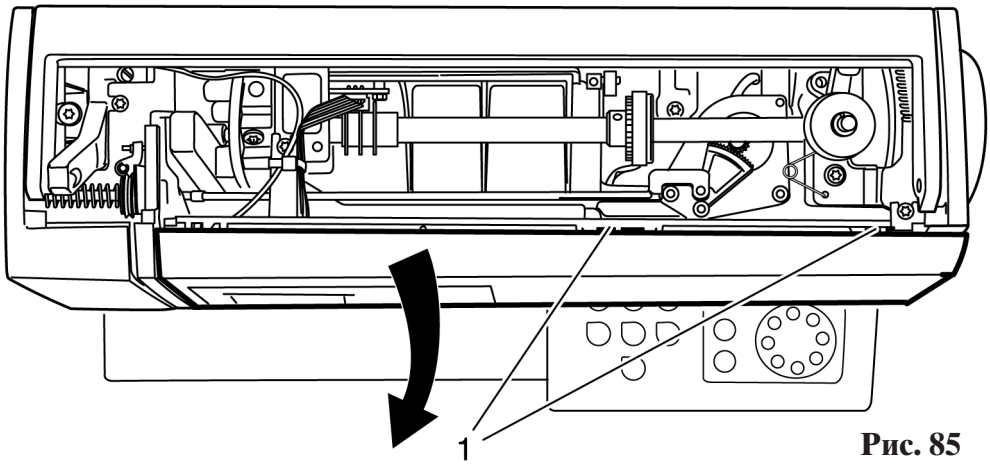

Рис. 85
- Слегка приподнимите обе накладки 1 и снимите прозрачный экран передней панели корпуса в направлении стрелки (рис. 85).